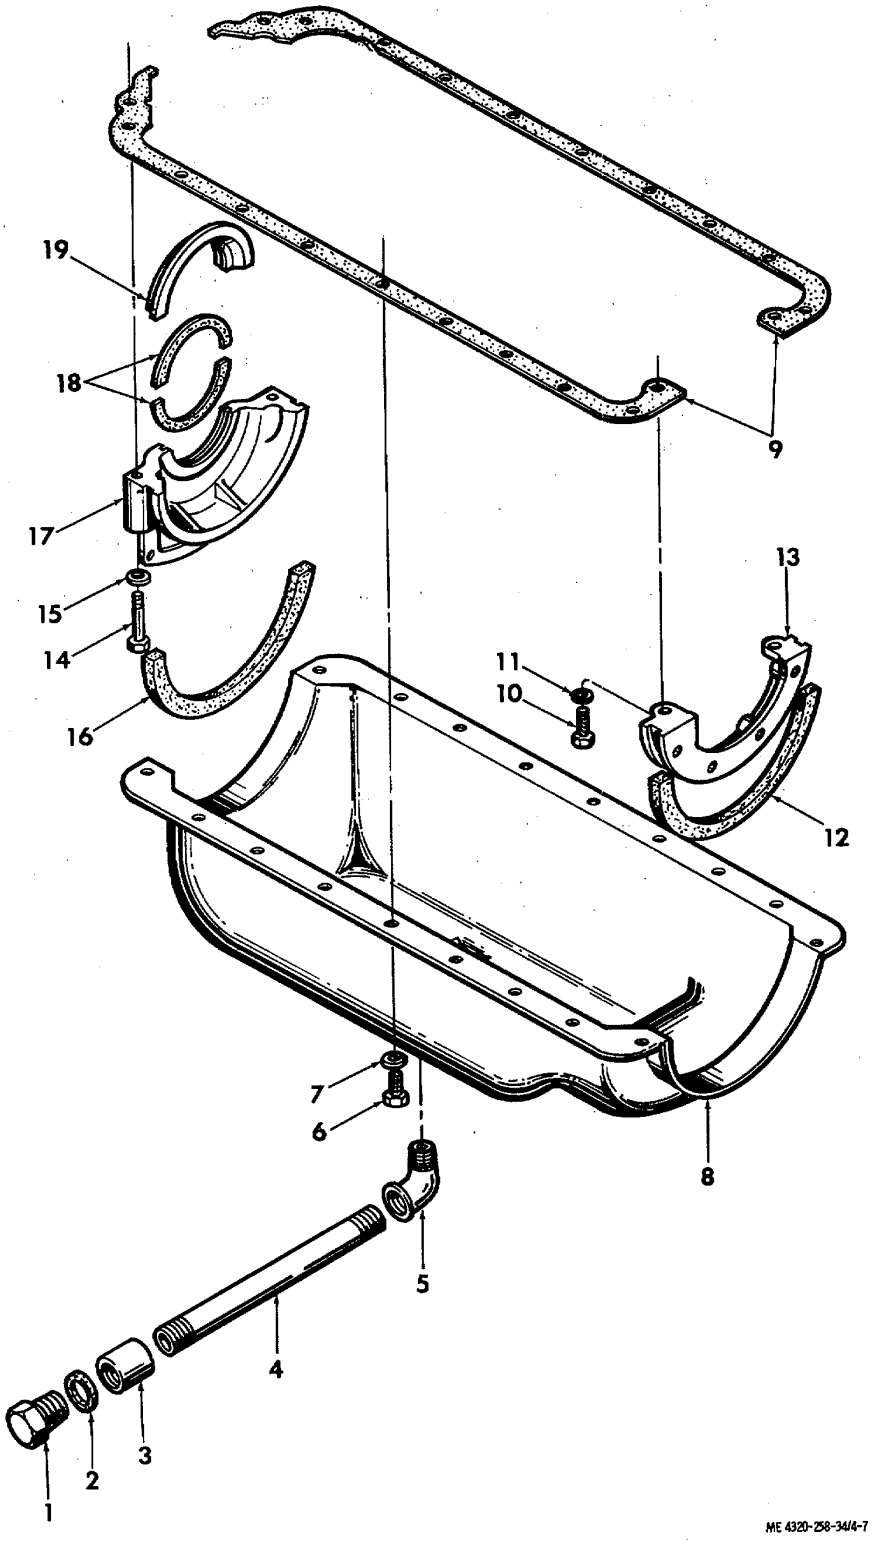

Figure 4-7. Oil pan and filler blocks, exploded view.
(1) Remove the drain plug (1, fig. 4-7) and drain the engine oil into a suitable container. Remove the oil drain piping (items 2 through 5).
KEY to fig. 4-7:
(1) Install the seal (18, fig. 4-7) in the rear filler block (17) and oil guard (19) as follows: